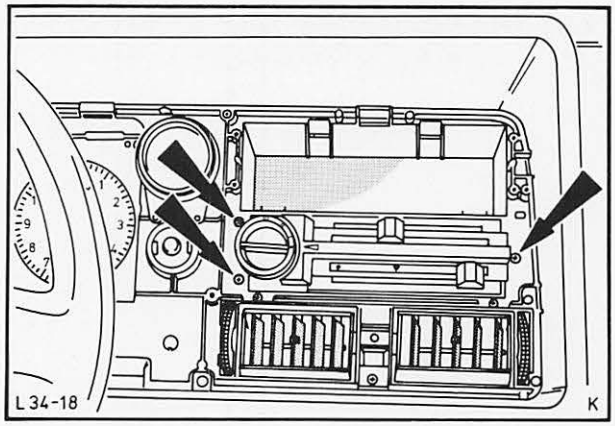

Abb. 18 Bedienungsschalter abschrauben
6. Bedienungsschalter – Heizung von der Instrumententafel abbauen (3 Schrauben). Kabelstecker von Schalter – Gebläse abziehen. Fassung der Symbolbeleuchtung herausdrehen und Bedienungsschalter komplett mit Bowdenzügen nach vorne herausnehmen, Abb. 18.